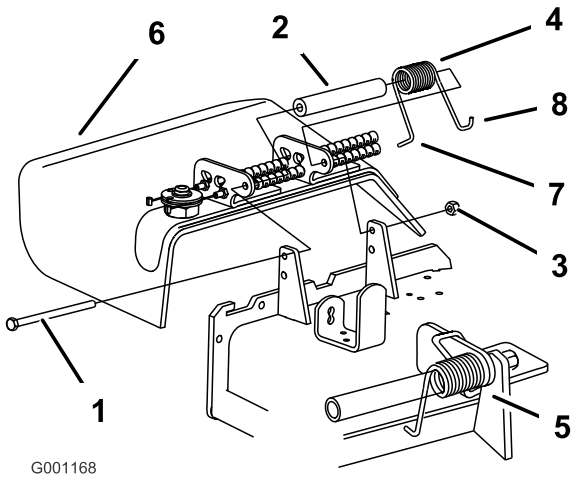

Figure 2
Remarque: Prenez soin de placer l'extrémité du ressort derrière le bord du tablier avant de mettre le boulon en place, comme indiqué à la Figure 2.
2. Monté le boulon et l'écrou dans le trou inférieur. Accrochez l'extrémité du ressort au déflecteur d'herbe (Figure 2).